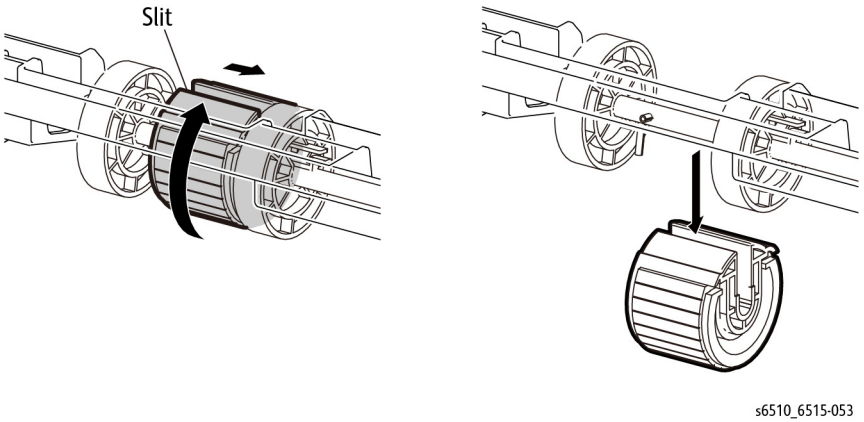

Figure 2 Remove the Bypass Tray Feed Roller
4. Refer to Figure 2 to slide and rotate the Feed Roller in the direction of the arrows until it releases from the shaft.